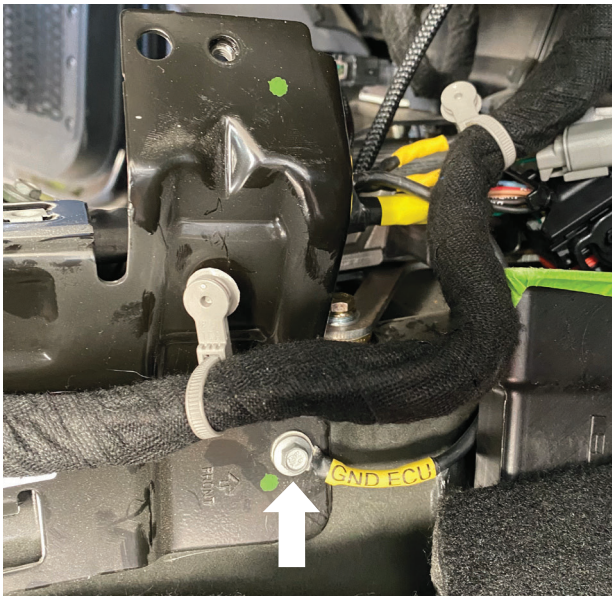

Fig. 34: Attach the brace bolt to the GND ECU ring terminal.
5. On the right side of the center console area, remove the grab handle brace bolt and attach the “GND ECU” ring terminal. Torque to OE specifications (Fig. 34).